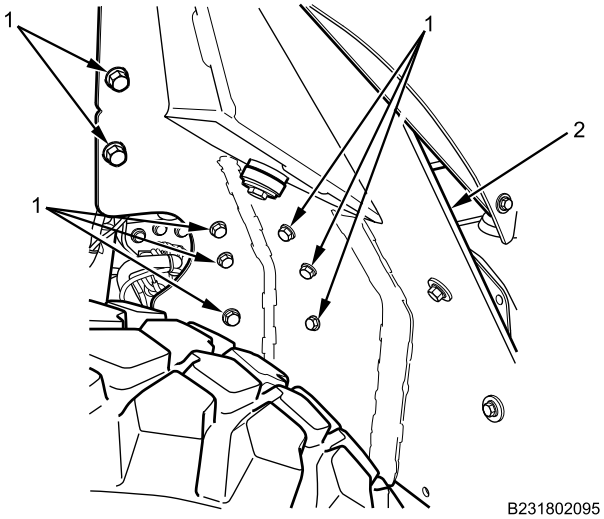

Figure 18. Wheel Deflector Bolts.
3. Loosen but do not remove eight wheel deflector bolts (Figure 18, Item 1) from wheel deflector (Figure 18, Item 2). Left side shown, right side similar.